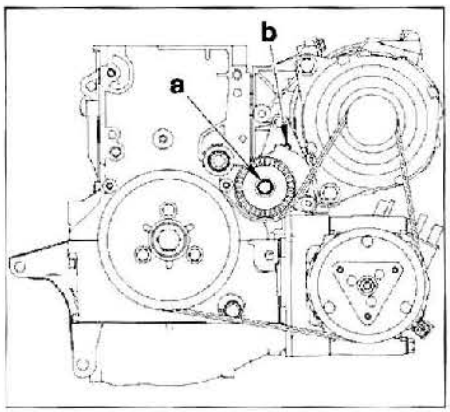

FIG. 18
• Colocar el útil ref.0188.Z (palanca de compresión del tensor dinámico) en "a" **(Fig.18)**.